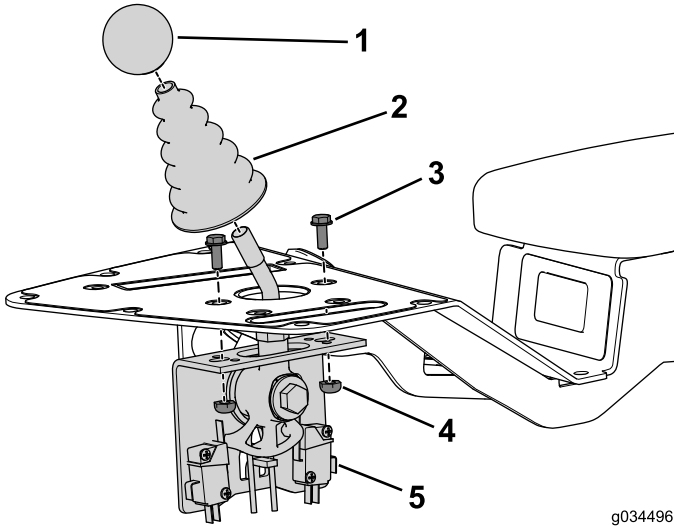

Figur 4
1. Fjern og sett til side knotten fra klippekontrollakselen (Figur 4).
2. Fjern og sett til side støvhetten fra klippekontrollakselen (Figur 4).
3. Fjern og ta vare på de to boltene og mutrene som fester klippekontrollenheten til konsollenheten (Figur 4).